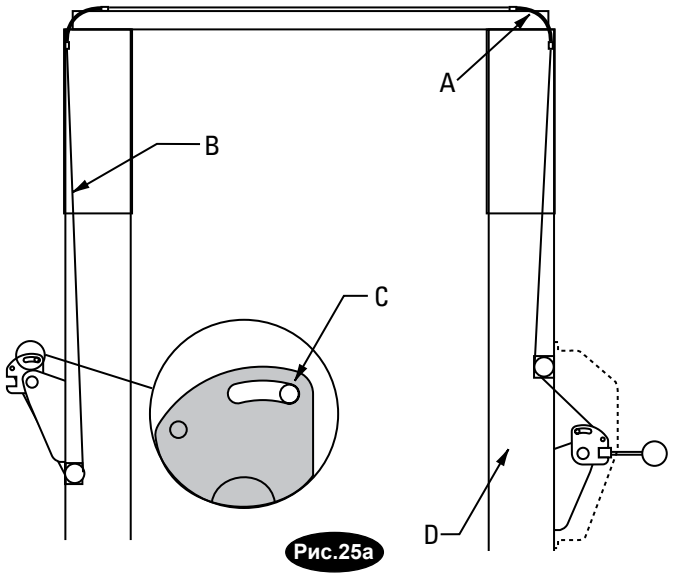

Рис. 25a - сборочные части
D) Прикрепите направляющие кронштейны канала кабеля защелки к перекрытию согласно рис. 25a и 25b. Всегда используйте отверстия на стороне въезда на подъемник. HHCS-болт должен быть в отверстии ,ближайшем к центру перекрытия ,см. рис. 25b.
E) Проложите кабель вверх внутри стойки и через направляющую защелки кабеля ,см. рис. 25a и 25b.
F) Продолжите прокладку кабеля к направляющей кабельной защелки на левой стойке ,см. рис. 25a и 25b ,затем проложите кабель по этой направляющей ,см. рис. 25b.
L) Затем потяните пластину управления вниз (см. рис. 25a и 26) для устранения всех зазоров между вырезом пластины управления и штифтом собачки защелки ,см. рис. 25a.